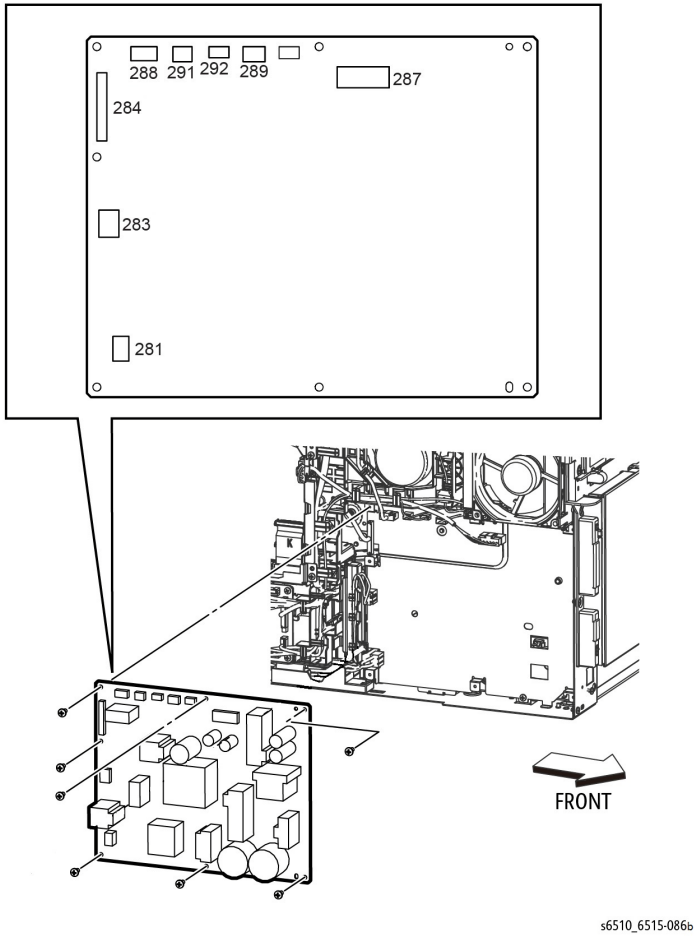

Figure 1 Remove the LVPS Board (MFP)
2. Refer to Figure 1 to unplug the connectors (P/J281, P/J283, P/J284, P/J287, P/J288, P/J289, P/J291, P/J292) from the LVPS Board.
3. Refer to Figure 1 to remove the seven screws (silver, M3x6mm) attaching the LVPS Board to the LVPS Plate.